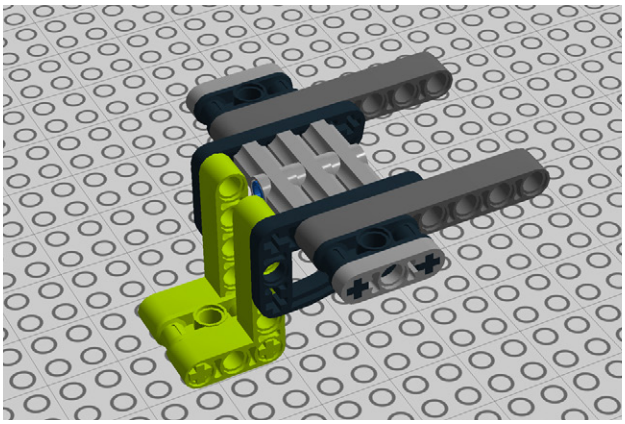

Figure 1-40. *Step 36: Lining the beams up with the assembly*
36. Position the assembly you created as you see in Figure 1-40; the next step shows you how to secure it.